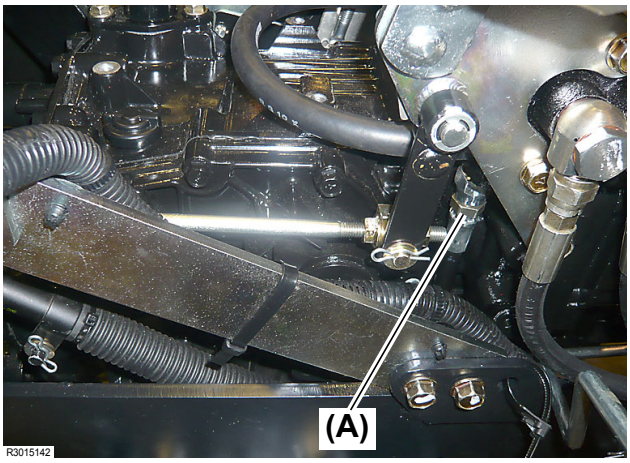

Fig. 5
3. Disconnect the hydraulic hose **(Fig. 5, (A))** connected to the lift cylinder, at the bottom of the control valve. Tightening torque for installation: 16.7 to 20.3 ft•lbs (22.6 to 27.5 N•m)